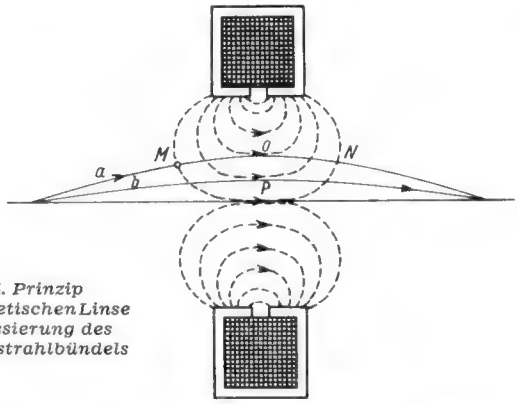

Bild 14. Prinzip einer magnetischen Linse zur Fokussierung des Elektronenstrahlbündels
Durch eine besondere Einrichtung muß dafür gesorgt werden, daß das aus dem Strahlerzeugungssystem austretende, divergierende Strahlenbündel wieder zusammengebeugt wird, so daß auf dem Leuchtschirm ein möglichst kleiner (scharfer) Leuchtfleck entsteht. In der Bildröhre z. B. benutzt man hierfür sehr oft eine magnetische Fokussierung (Bild 14).
d) Aus a) erklärt sich schließlich die in Bild 14 gezeichnete Krümmung der Bahnkurve wie folgt: Das Elektron erhält eine senkrecht zur Zeichenebene gerichtete Bewegungskomponente v_t. Im Punkt 0 verläuft das Magnetfeld achsial (parallel zur Röhrenachse). Aus v_t, dem Magnetfeld zusammen mit der rechten Hand-Regel ergibt sich eine ablenkende Kraft mit radialer Richtung, also auf die Röhrenachse zu.
(Die in Bild 14 gezeichneten Bahnkurven sind nur als idealisierte, auf die Zeichenebene projizierte Kurven anzusehen.)
Bild 14 zeigt die Ausführung einer elektromagnetischen Linse. Sie besteht aus einer Spule, um die ein Mantel aus Weicheisen, mit Schlitz (Luftspalt) auf der Innenseite, angebracht ist.